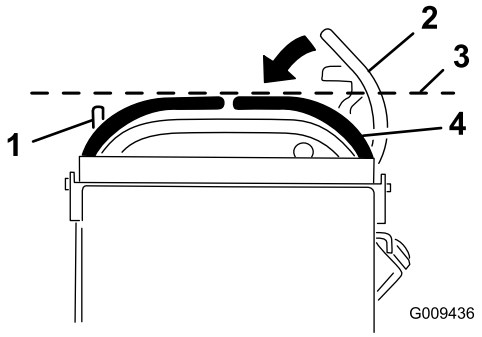

Figur 68
3. Skyv den høyre bevegelseskontrollspaken ned ut av nøytral, låst stilling (Figur 68).
4. Kontroller om den høyre bevegelseskontrollspaken står på vannrett linje med den venstre bevegelseskontrollspaken (Figur 68).